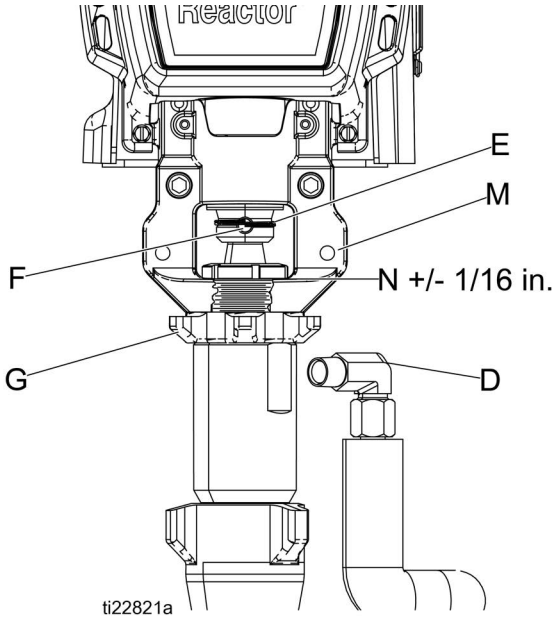

FIG. 3
1. Kontrollera att låsmuttern (G) är fastskruvad på pumpen med den flata sidan upp. Skruva in pumpen i lagerhuset (M) tills stifthålen är inriktade. Tryck in stift (F). Dra ner kabelhållarklämman (E). Se FIG. 3 för översikt och monteringsanteckningar.
2. Fortsätt att skruva in pumpen i huset tills vätskeutloppet (D) är inriktat med stålrör och toppgängorna är +/– 2 mm (1/16 tum) från lagerytan (N).
3. Dra åt låsmuttern (G) genom att slå på den med en gnistfri hammare.
4. Återanslut vätskeinlopp (C) och -utlopp (D).